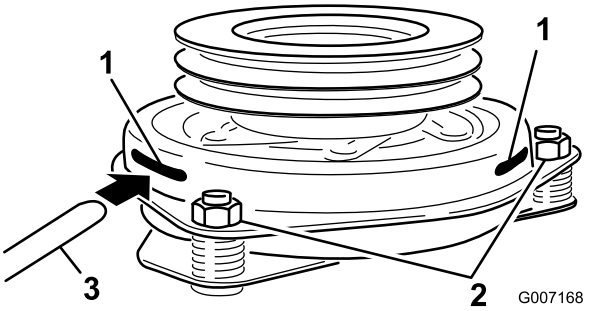

Rysunek 63
8. Włóż szczelinomierz 0,381–0,533 mm przez szczelinę kontrolną z boku zespołu. Upewnij się, że wchodzi on między powierzchnie cierne twornika i wirnika (Rysunek 63).
9. Dokręcaj nakrętki blokujące do momentu, aż na szczelinomierzu można będzie wyczuć niewielki opór (mimo to można go będzie łatwo poruszać w szczelinie powietrznej) (Rysunek 63).